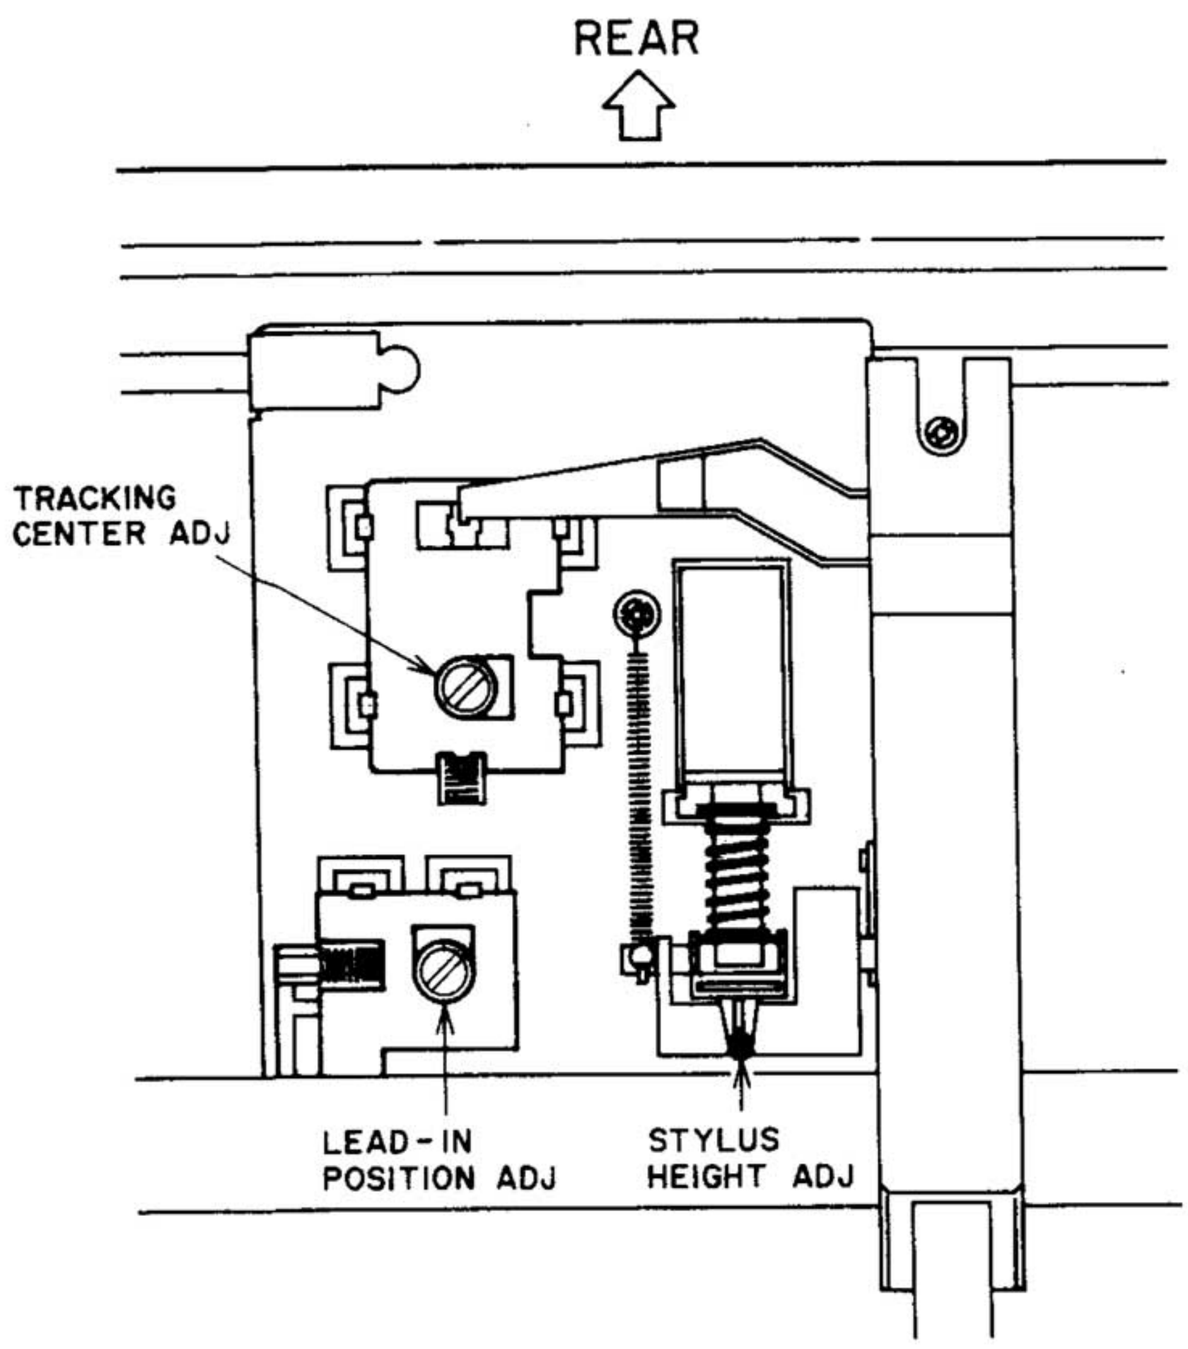

Fig. 6-1 Mechanical Adjustment Points
3) If this Lead-in position is incorrect it can be adjusted by turning the LEAD-IN POSITION ADJUSTMENT SCREW (Refer to Fig. 6-1).
2) Adjust TRACKING CENTER ADJUSTMENT SCREW (Refer to Fig. 6-1) so that the Digital DC Voltmeter Reading is 0.5 ± 0.3V.